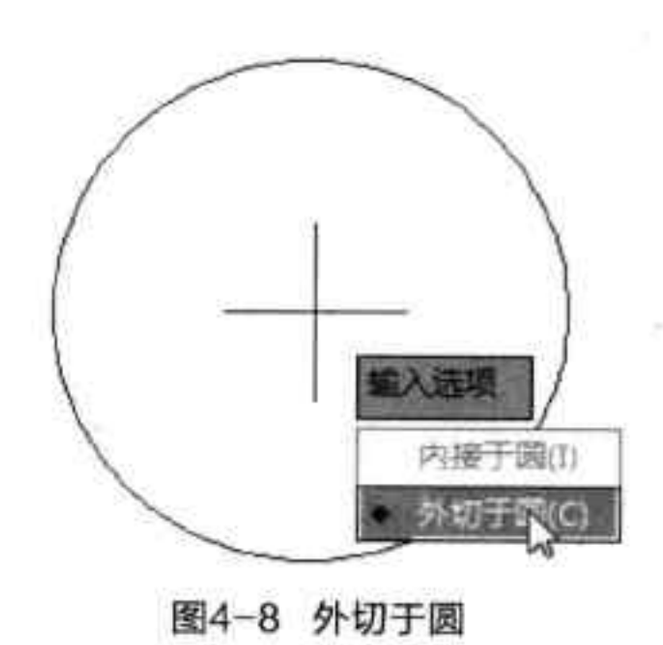

图4-8 外切于圆
Step 04 在光标右侧“输入选项”列表中，选择“外切于圆”选项，如图 4-8 所示。